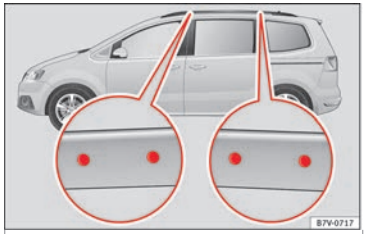

Fig. 175 Attachment points for the basic support and the roof carrier system
The position openings are located on the inner side of the side roof rods ››› Fig. 175.
- **The base support should only be fitted to the points indicated in the diagram ››› Fig. 175.**